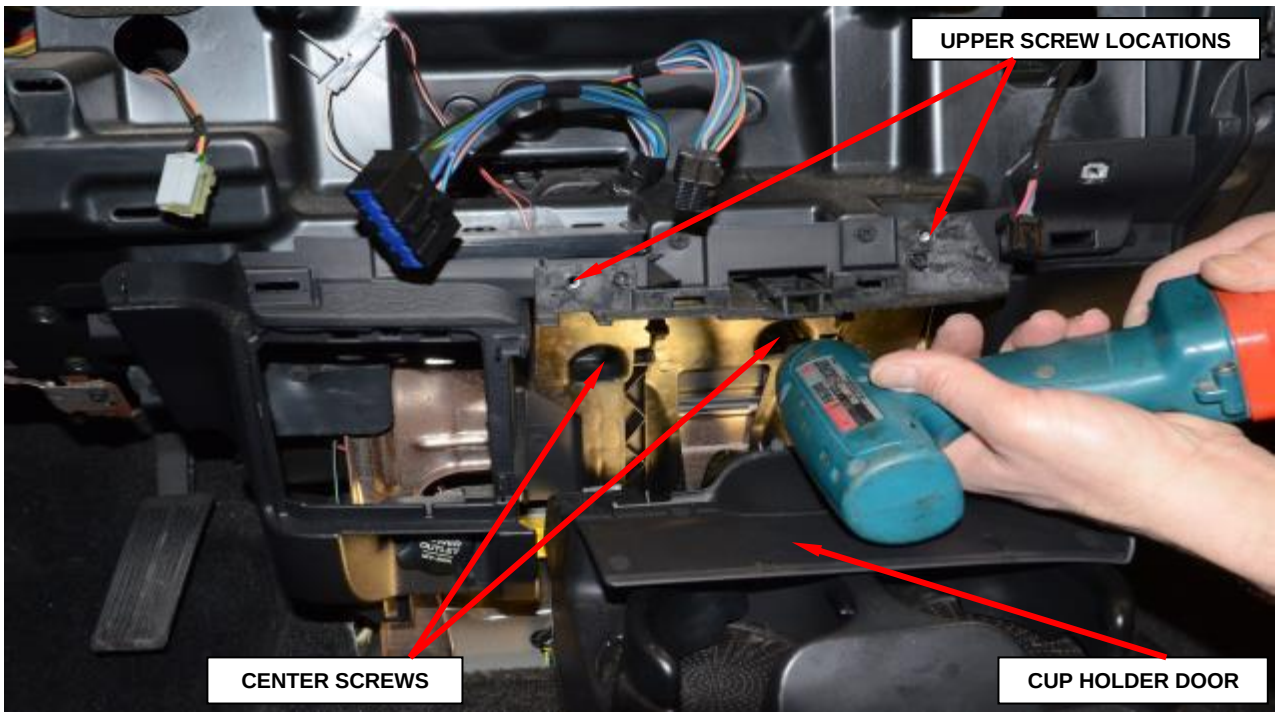

Figure 23 – Center Cup Holder Screws
d. Open the cup holder and cup holder door then remove and save the two center screws that secure the cup holder to the instrument panel (Figure 23).